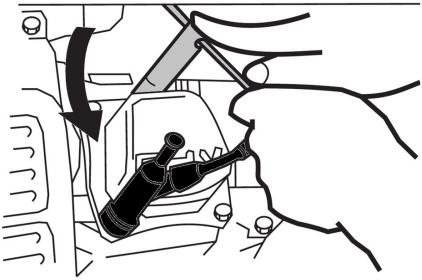

Рис. 22 Обслуживание свечи зажигания
2. Открутите свечу зажигания свечным ключом (Рис. 22).